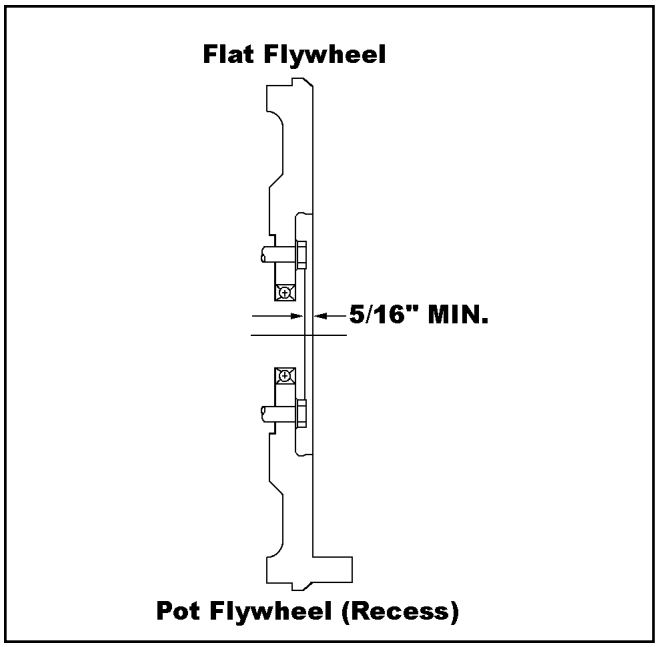

Figure 7.
2. Install driven disc, making sure that it is properly positioned and insert an aligning shaft. Normally the long end of the driven disc hub extends toward the transmission, but in a few instances the long end may face toward the engine. A minimum of 5/32" must be maintained between the pilot bearing and the flywheel side disc hub. The minimum distance of 5/16" must be maintained between the flywheel friction face and the flywheel to crankshaft mounting bolt heads (Figure 7).
3. The two disc assemblies for a two plate clutch may or may not be identical or interchangeable. In most cases they will not be interchangeable and will be marked either flywheel side or pressure plate side. They must be positioned with the side of the disc as marked, next or adjacent to the respective part. A minimum of 5/32” must be maintained between the pilot bearing and the flywheel side disc hub. The minimum distance of 5/16” must be maintained between the flywheel friction face and the flywheel mounting bolt heads (Figure 7, Page 3).